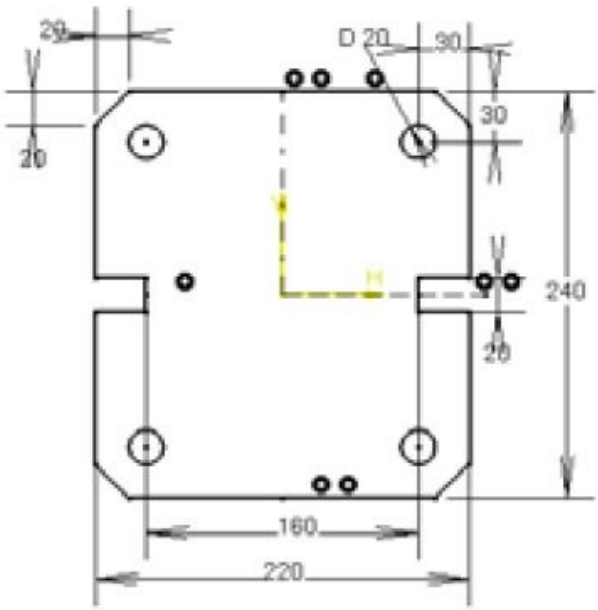

Figure 4-66 *The sketch after applying all dimensions*
14. Similarly, modify other dimensions. The sketch after modifying all the dimensions is displayed, as shown in Figure 4-66.